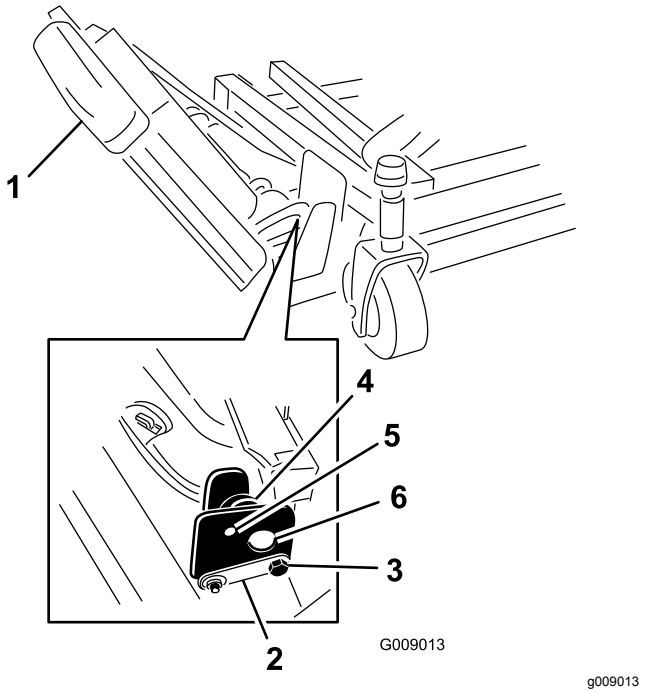

Figur 3
1. Fjern mutrene som fester de fremre og bakre stoppboltene til festene til den høyre lille sideklippeenheten (Figur 3).
2. Mens du støtter den høyre, lille sideklippeenheten, fjern de fremre og bakre stoppboltene fra klippeenhetsfestene (Figur 3).